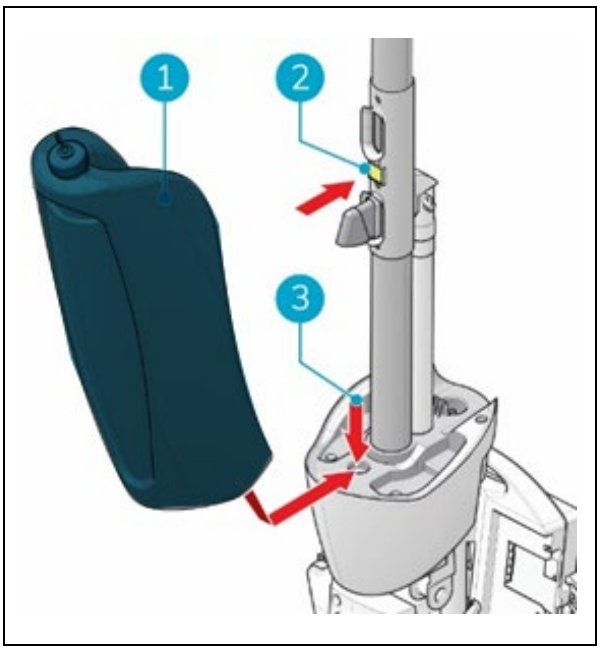

Figur 13
1. Sett bunnen av oppsamlingstanken (Figur 13, pos. 1 og pos. 3) på forsiden av i-mop® XL.
2. Skyv toppen av tanken på plass til du hører et "klikk", og magneten (figur 13 pos. 2) vil låse gjenvinningstanken på plass.